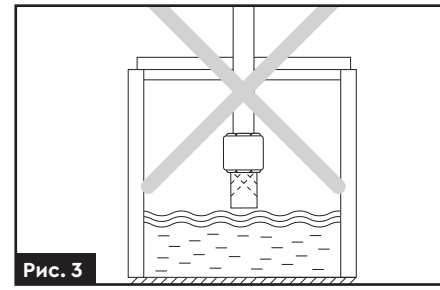

Рис. 3
- Зворотний клапан з фільтром грубого очищення не має бути на рівні або вище за дзеркало води **(рис. 3)**.